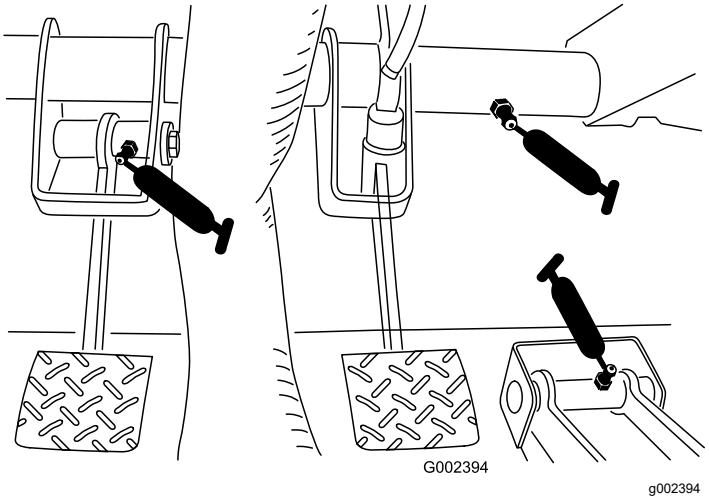

**Figura 31**
- **Embrague (1)**; consulte Figura 31
- **Acelerador (1)**; consulte Figura 31
- **Freno (1)**; consulte Figura 31